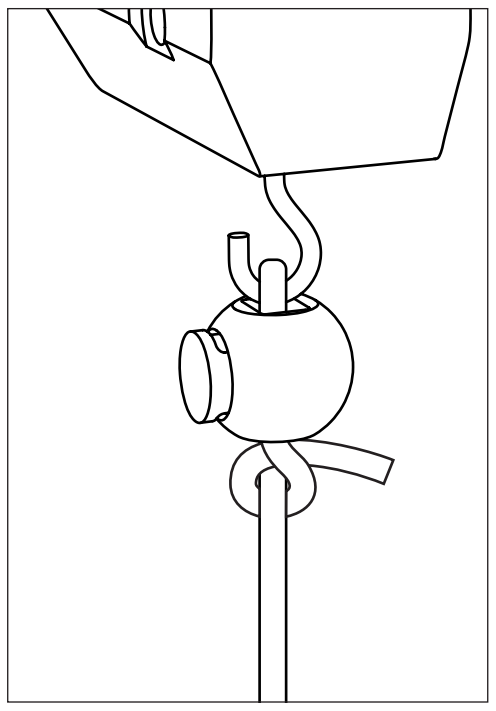

Figure 7: Cord attached to force sensor with cord lock
3. Use one of the include cord locks to make a loop in the free end of the cord. Place the loop over a post or a force sensor hook. Adjust the length of the cord. Push the cord lock against the post or hook and tie a knot against the cord lock to prevent it from slipping (Figure 7).